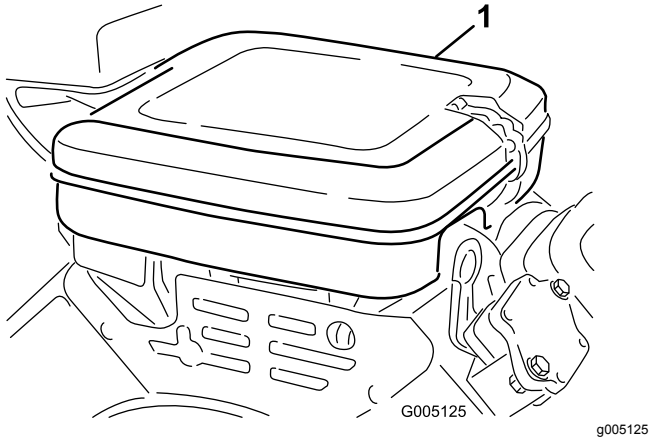

Figur 27
1. Rengör luftrenarkåpan (Figur 27).